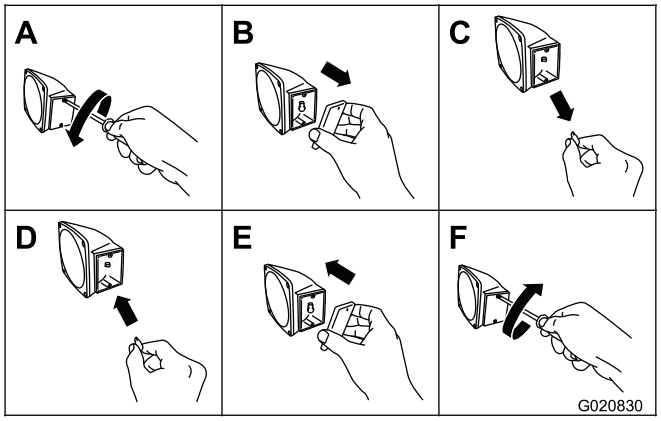

Figura 76
1. Utilice un destornillador para retirar los 2 tornillos de la lente rectangular pequeña del lateral de la luz (Figura 76).
2. Retire la lente (Figura 76).
3. Retire la lámpara del zócalo (Figura 76).
4. Coloque una lámpara 168 nueva en el zócalo (Figura 76).
5. Instale la lente y los 2 tornillos (Figura 76).